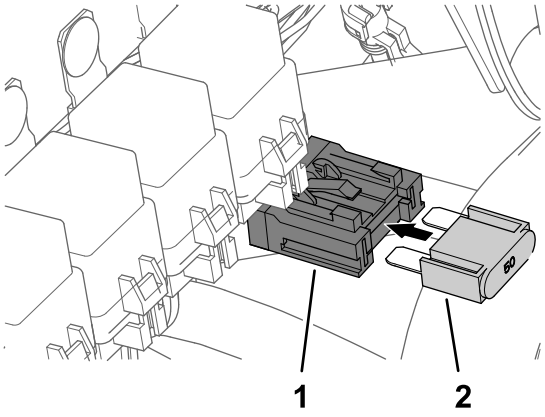

Figur 192
7. Sett sikringen (50 A) inn i den integrerte sikringsblokken til sikringen sitter helt fast (Figur 192).